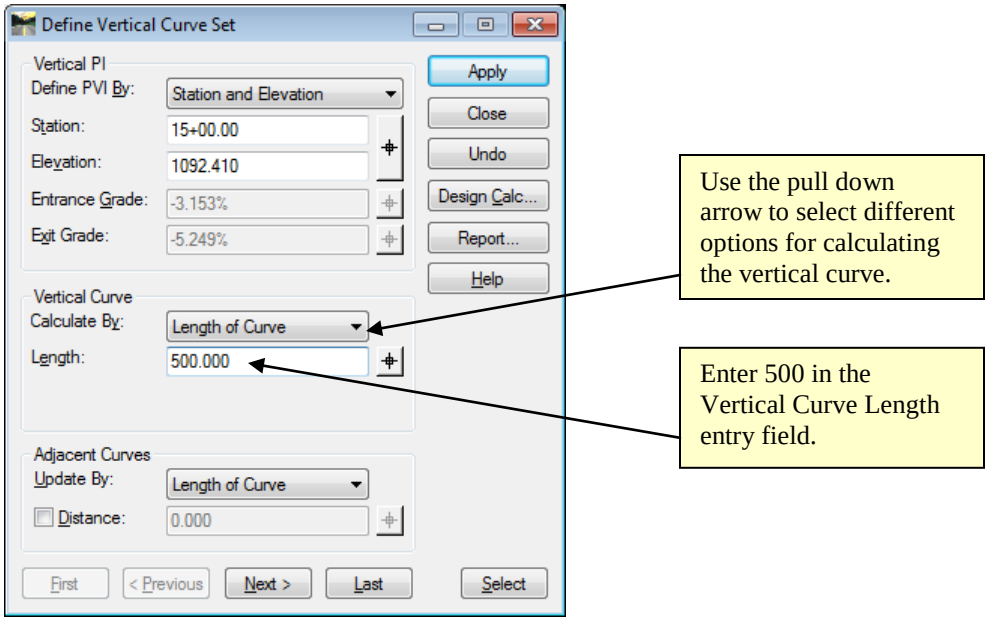

Figure L4-13 Define Vertical Curve Set
29.	• In the **Vertical Curve** frame - click the pull down arrow next to **Calculate By:** as shown in *Figure L4-13*. Take a moment to review the options that are available -- then select **Length of Curve**. • Enter a length of **500** in the **Vertical Curve – Length:** entry field as shown in *Figure L4-13*. • Click **Apply** but do not close the **Define Vertical Curve Set** dialog. *The Length of Curve of 500 is entered.*